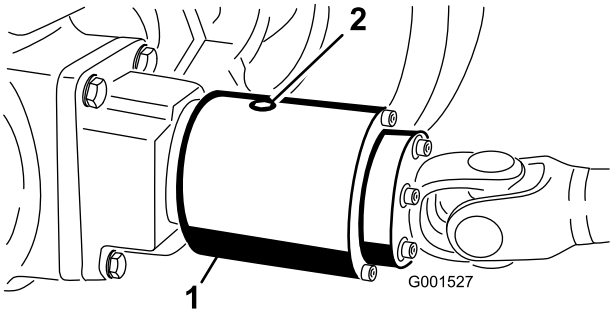

Figuur 28
2. Draai de koppeling (Figuur 28) zodanig dat de controleplug (afgebeeld in 12 uur positie) op vier uur staat.